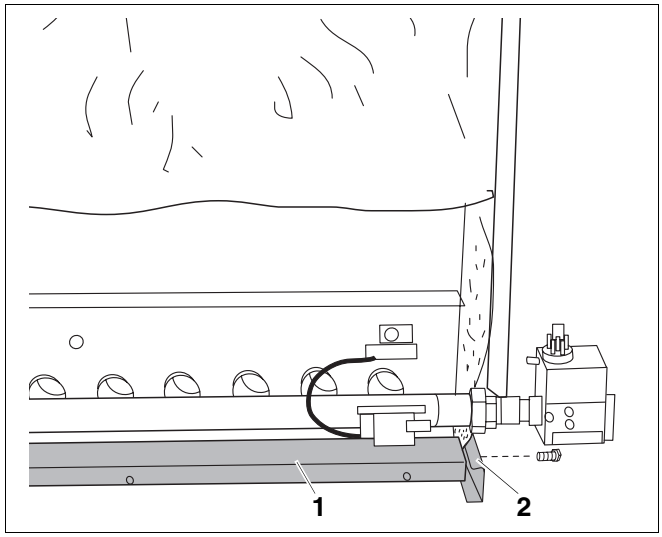
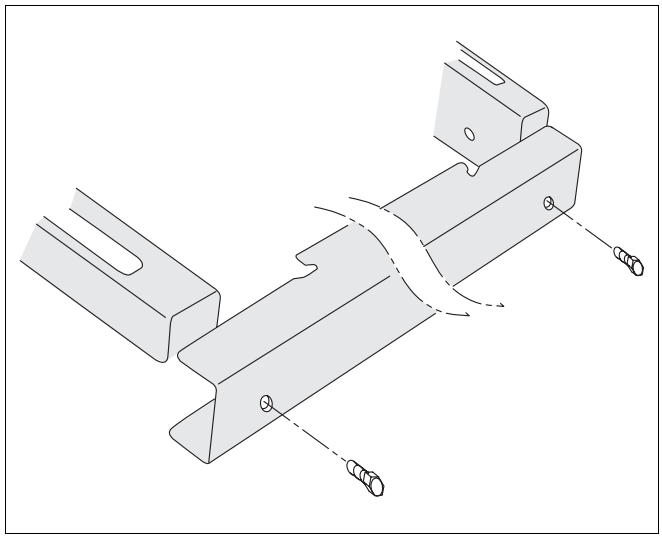

Afb. 53 Dwarssokkel monteren
Afb. 54 Dwarssokkel bovenaanzicht
- Bevestig de dwarssokkel (afb. 53, **pos. 2**) aan de voor- en achterzijde van de langssokkel (afb. 53, **pos. 1**) met schroeven met een vlakke kop 3,9 x 9,5. Zijde met de gleuven naar boven (afb. 54).